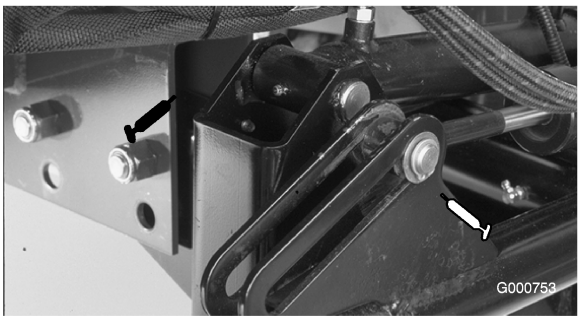
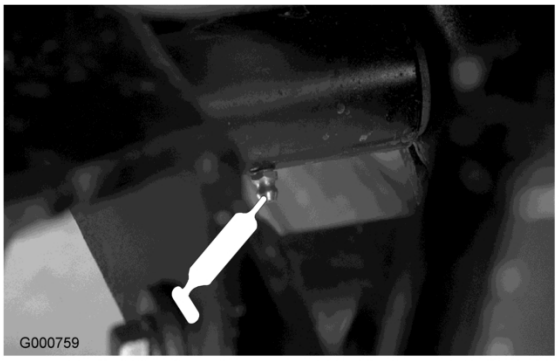

Figuur 31
Figuur 32
- Voorste hefcilinders (3) (Figuur 31 en Figuur 32